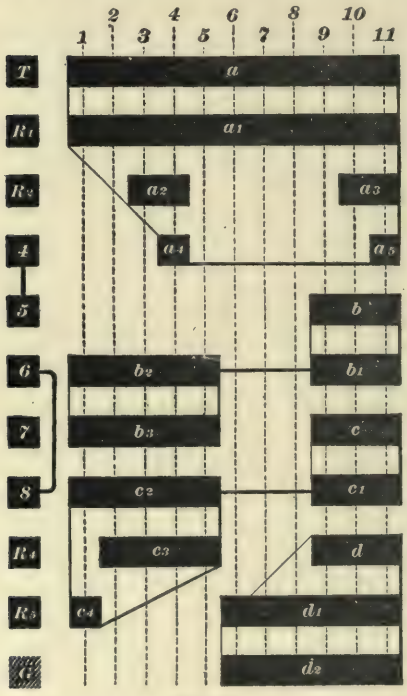

FIG. 19.
**22.** Fig. 19 shows the 28A power drum and the finger board on the left. This drum has four groups of rings; all rings marked *a* are connected together and should ring up together when tested with a magneto bell; the same is the case with the rings marked *b*, *c*, and *d*; but groups with different letters are insulated from each other. The vertical dotted lines show the several positions assumed by the drum in going from the first notch to the last one. Fingers *T*, $R_1$, $R_2$, $R_4$, $R_5$, and *G* are marked the same as they are on the actual controller. Fingers *4*, *5*, *6*, *7*, and *8* are not